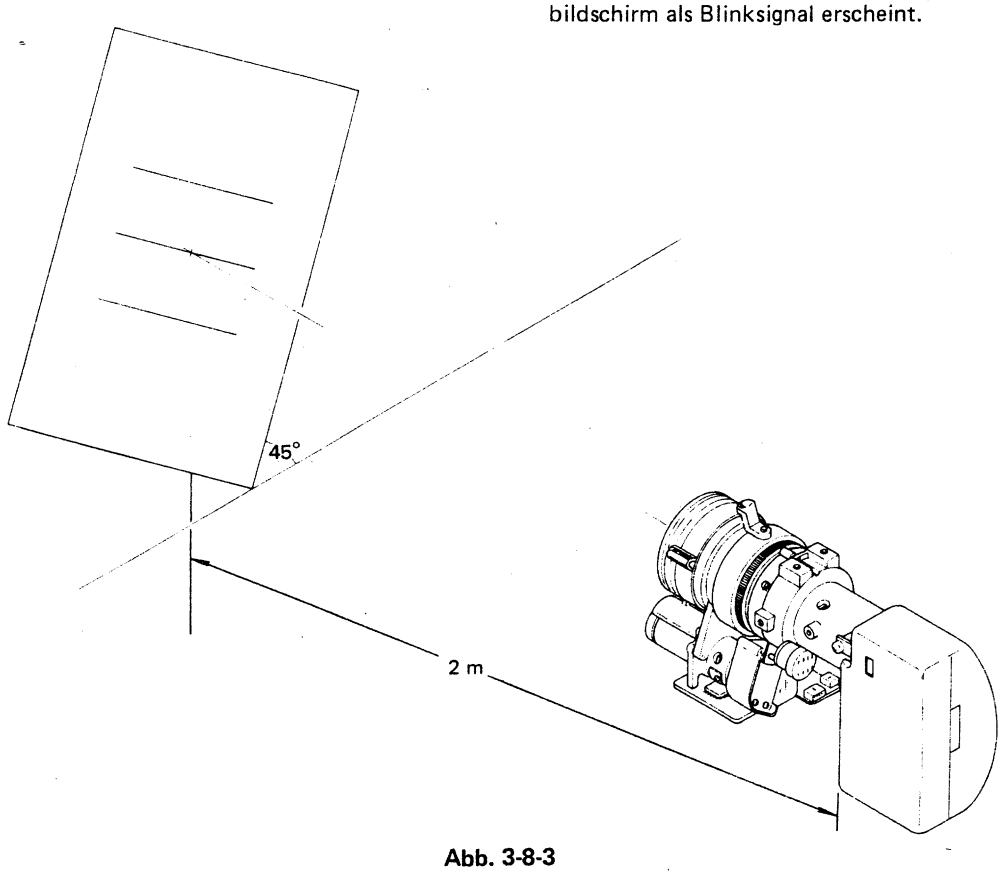

Abb. 3-8-3
1. Die AF-Einstellvorlagekarte und die Beleuchtung wie in Abb. 3-8-3 beschrieben anordnen.